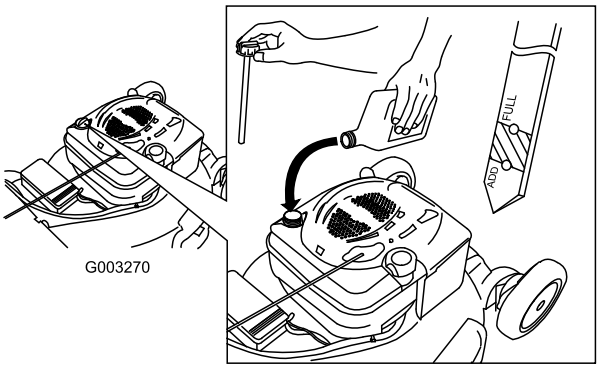

Figur 10
2. Fjern peilestaven (Figur 10).
5. Ta ut peilestaven, og kontroller oljenivået. Se Figur 10.